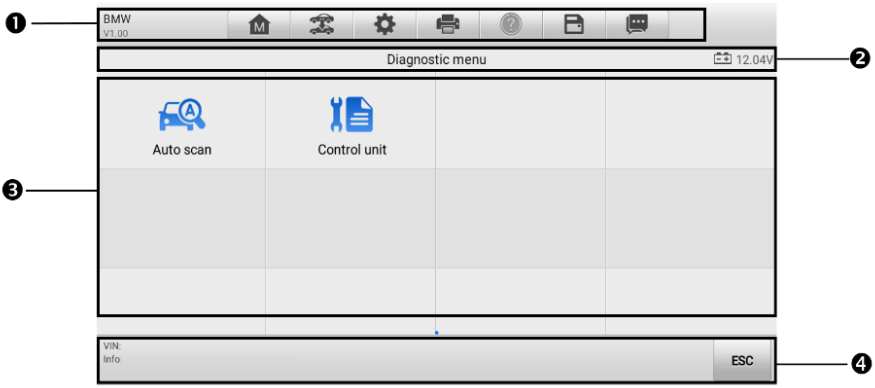

Afbeelding 4-4*Diagnostisch menuscherm*
3. Selecteer ' **Automatische detectie'** . De tablet start de VIN-scan van de ECU van het voertuig. Zodra het testvoertuig succesvol is geïdentificeerd, leidt het systeem u naar het scherm met het diagnosemenu van het voertuig . Zie *REF _Ref162444671 \h * MERGEFORMAT afbeelding 4.4 -. Diagnosemenu* .